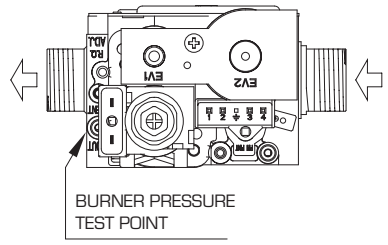

Fig. 21
- Remove the screw and connect a pressure gauge to the burner pressure test point on the gas valve (fig. 21).